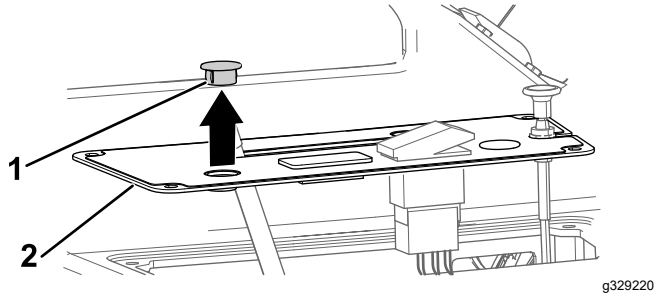

Figura 4
2. Rimuovere il tappo tondo dalla coperchio del pannello di controllo (Figura 4).